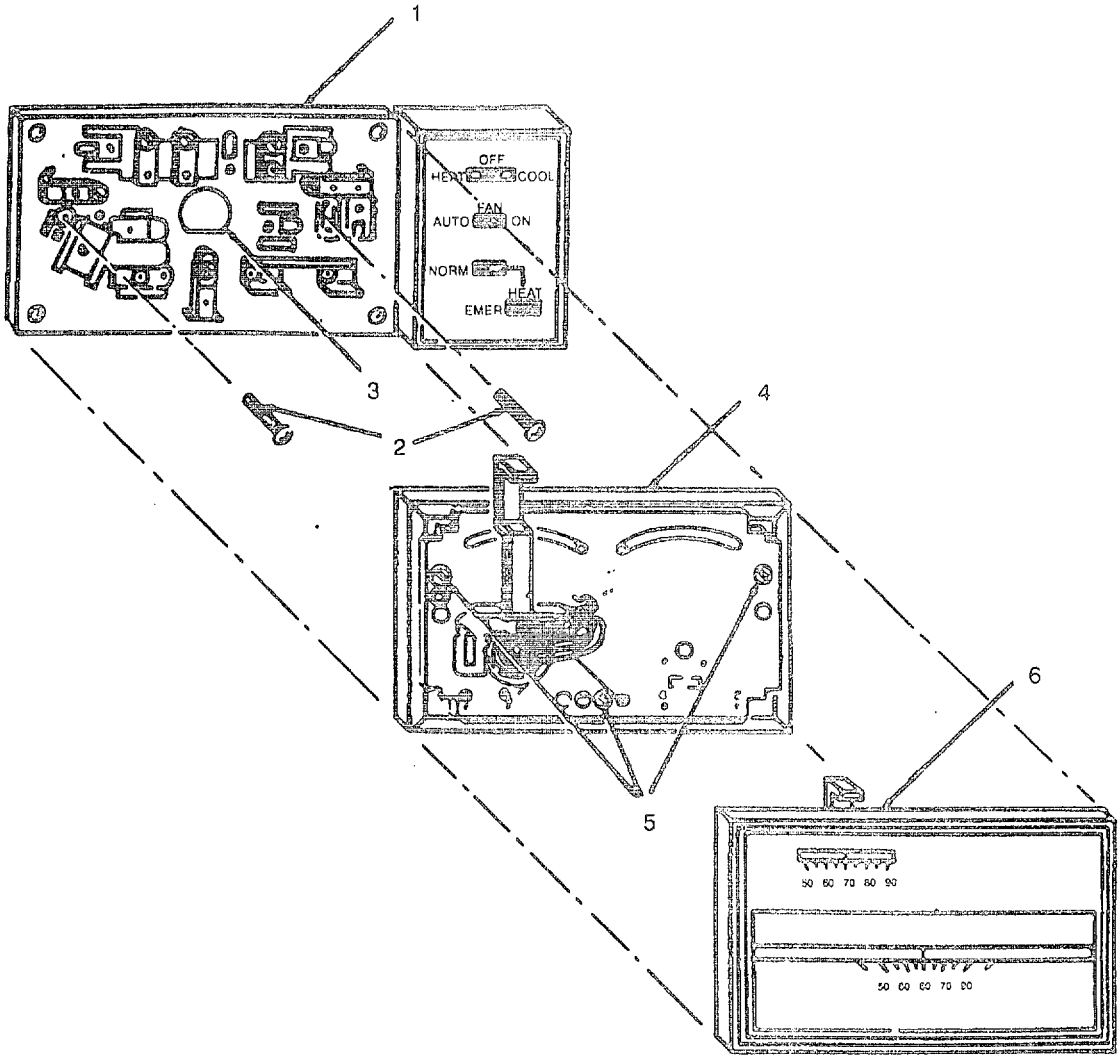
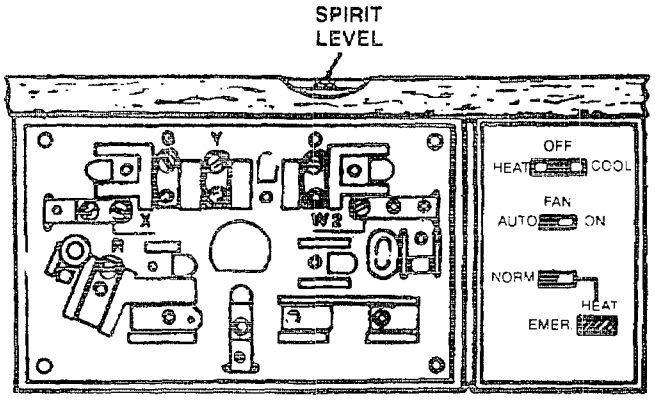

Figure 4-10. Thermostat Assembly.
Figure 4-11. Subbase Leveling
(1) Remove the thermostat cover (6, Figure 4-10) by pulling the bottom edge of the cover upward until it snaps free.
(1) Prepare a hole for the thermostat wire at the chosen mounting location.
(2) Loosely mount the subbase (1, Figure 4-10) at the chosen location with the two mounting screws (2).
(5) Level the subbase (1) using a spirit level as shown in figure 4-11 and tighten the mounting screws (2, Figure 4-10).
(7) Push excess wire back into the hole and plug the hole to prevent drafts.
(8) Turn the thermostat over and note the spring fingers which engage the subbase contacts. Make sure the spring fingers are not bent flat, preventing proper electrical contact with the subbase.
(9) Mount the thermostat (4, Figure 4-10) on the subbase (1) and tighten the captive mounting screws (5).
(10) Place the upper edge of thermostat cover (6) on thermostat (4) and swing cover downward until it snaps onto the thermostat.